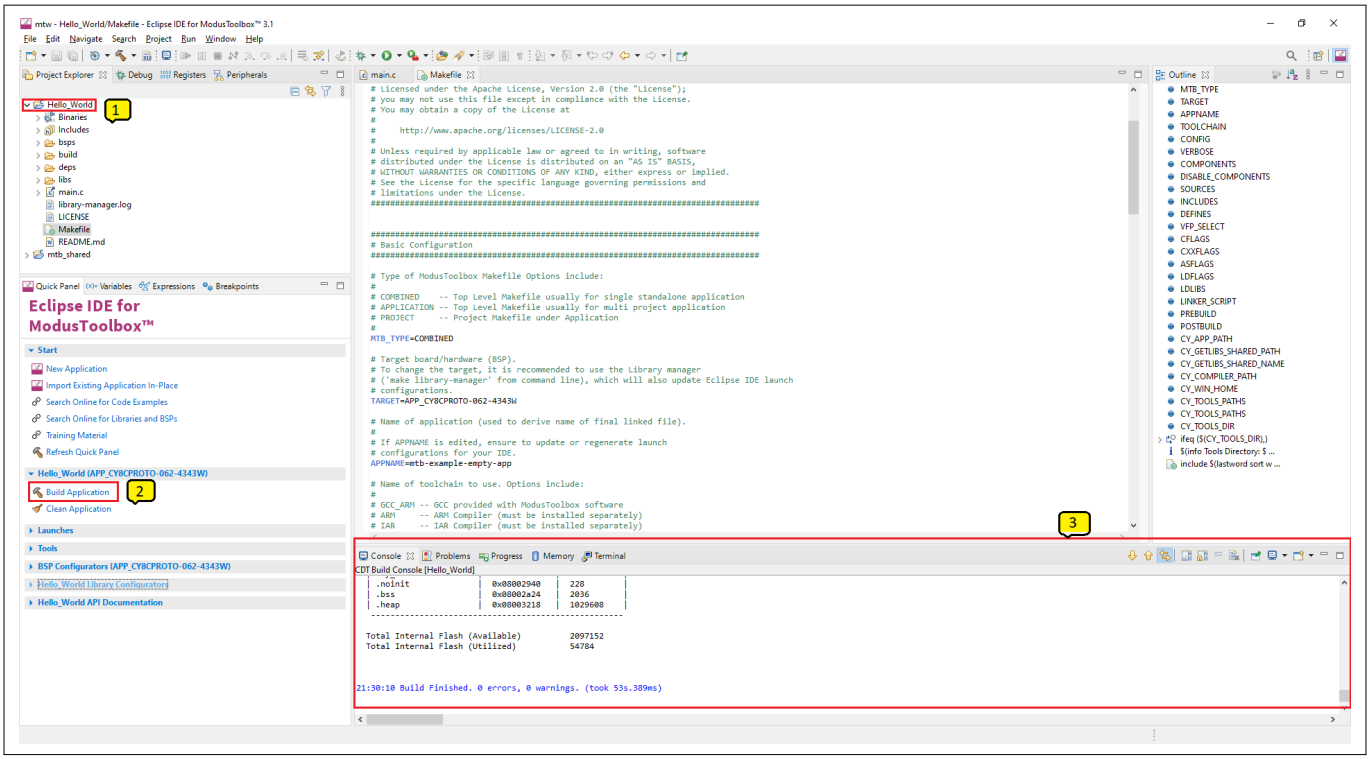

図 13 アプリケーションのビルド
3. 図 13 に示すように、**Console view** にはビルド動作の結果が一覧表示されます。